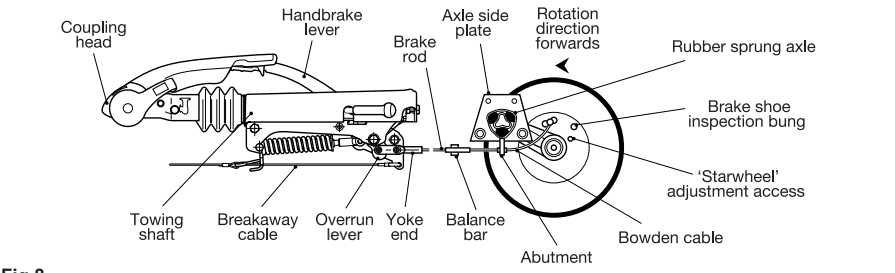
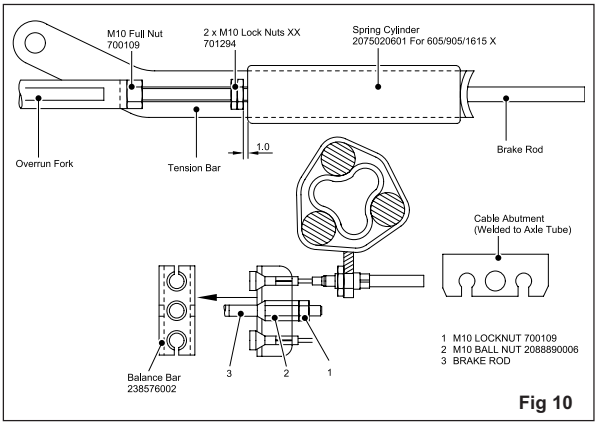

Fig 8
Fig 10
- Ensure the towing shaft with coupling heads is pulled fully forward (Fig. 8).
- Release the handbrake to the fully off position. If the handbrake will not go down the whole way because of the fairing or any other obstruction; then the fairing must be cut away and/or the obstruction removed to achieve this desired position. It will not be possible to set up the braking system properly when the handbrake is not in the fully off position (Fig .8).
- Remove the inner plastic bung from the backplate to expose the 'starwheel' adjuster access (Figs. 8 & 9).
pulled out it should extend between 5 and 8 mm (Fig. 8). (On tandem axles a double abutment is fitted to the front axle only).
- Ensure the balance bar (compensation) is being pulled evenly. This bar (double on tandem axles) should always be paralleled with the axle tube when pulled (Figs. 8 & 10). Adjust M8 lock and ball nuts, if necessary, to achieve correct parallel position (Fig. 10).
- Over adjustment to the long ball nut (Fig 10), could induce movement of the inner brake cable, reducing the effective clearance of the brake shoes. If the over run lever will not make contact, it is possible the two lock nuts, forward of the spring cylinder, are incorrectly adjusted. Loosen the nuts and adjust the brake rod as above (Figs 8 & 10).
- Adjust the two locking nuts, forward of the spring cylinder (Fig. 10), (on some chassis a single Nyloc nut is used) to give 1mm of clearance on the spring cylinder. This cylinder (the energy store for the handbrake operation) must be able to rotate only, not slide on the brake rod.
(See Fig. 10). If the overrun assembly is fitted with a gas strut handbrake then no spring cylinder is fitted - therefore ignore this paragraph).